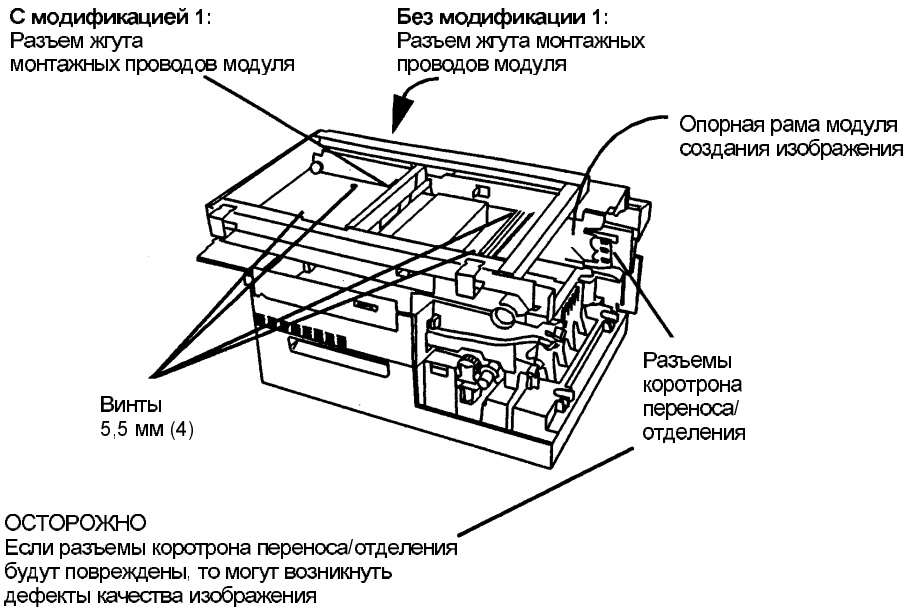

Рис. 1. Демонтаж модуля создания изображения
9. Снимите модуль создания изображения (Рис. 1).
a. **С модификацией 1:** Вручную переместите каретку лампы экспонирования (каретка полного хода) на правую сторону. Отсоедините разъем жгута монтажных проводов модуля создания изображения, потянув для этого вверх обе лапки (2) с помощью двух инструментов, чтобы равномерно тянуть вверх обе лапки.
Если разъемы коротрона переноса/отделения будут помяты или погнуты опорной рамой модуля создания изображения при установке на место модуля создания изображения, то могут возникнуть дефекты качества изображения (Рис. 1 процедуры демонтажа).